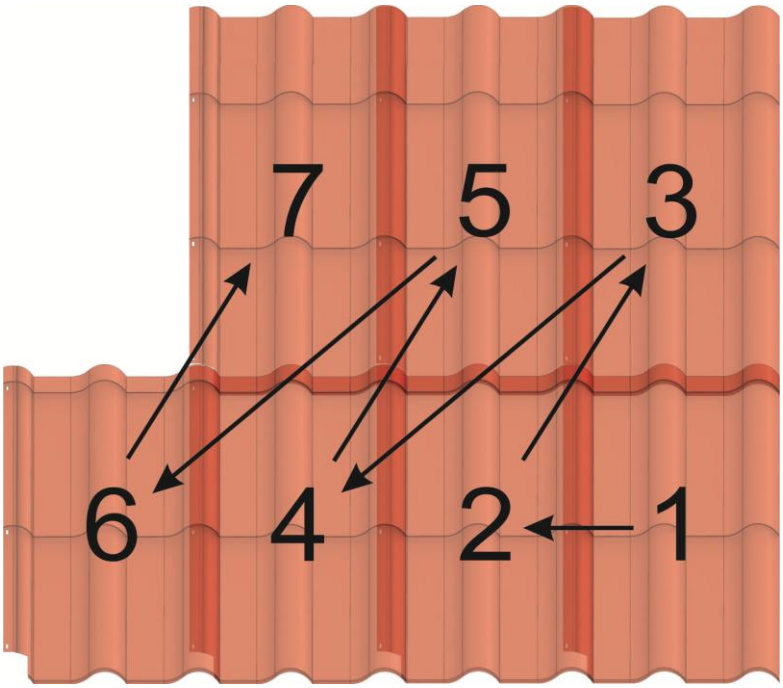

Рис. 6 Схема монтажа делённых листов
5.4. Порядок укладки листов, делённых на части показан на рис.6.